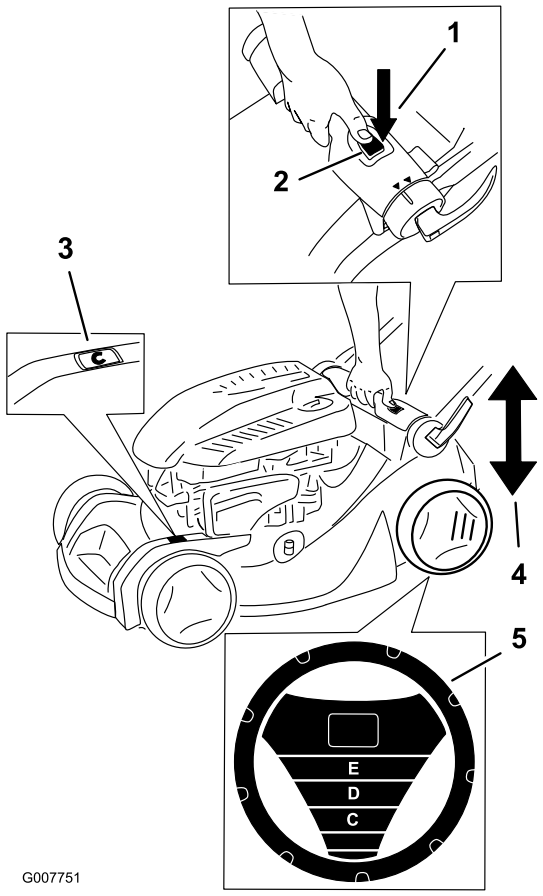

Bild 13
Hinweis: Das SmartWheel ® berechnet die optimale Einstellung, um sicherzustellen, dass Sie nie mehr als ein Drittel der Grashalme abschneiden (Bild 13).
2. Schieben Sie den Rasenmäher auf die Rasenfläche, halten Sie den Rasenmäher an, wenn das Smart Wheel-Motiv senkrecht ist (Bild 13).
4. Drücken Sie die Taste für das Einstellen der Schnitthöhe und halten Sie den Einstellgriff für die Schnitthöhe fest, um die Schnitthöhe nach oben oder unten zu verstellen (Bild 13).
5. Heben Sie den Griff an oder drücken ihn nach unten. Stellen Sie die gewünschte Schnitthöhe mit der Schnitthöhenskala ein (Bild 13).